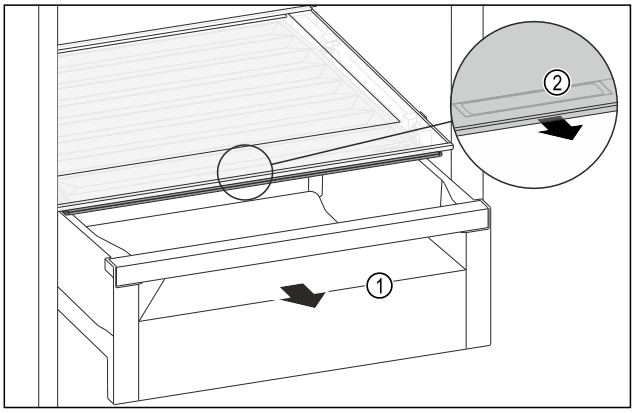

Fig. 200
▶ Витягніть висувний ящик *Fig. 200 (1)*.
▶ Візьміться за потайну ручку *Fig. 200 (2)* на кришці відділення й одночасно потягніть кришку відділення вперед.